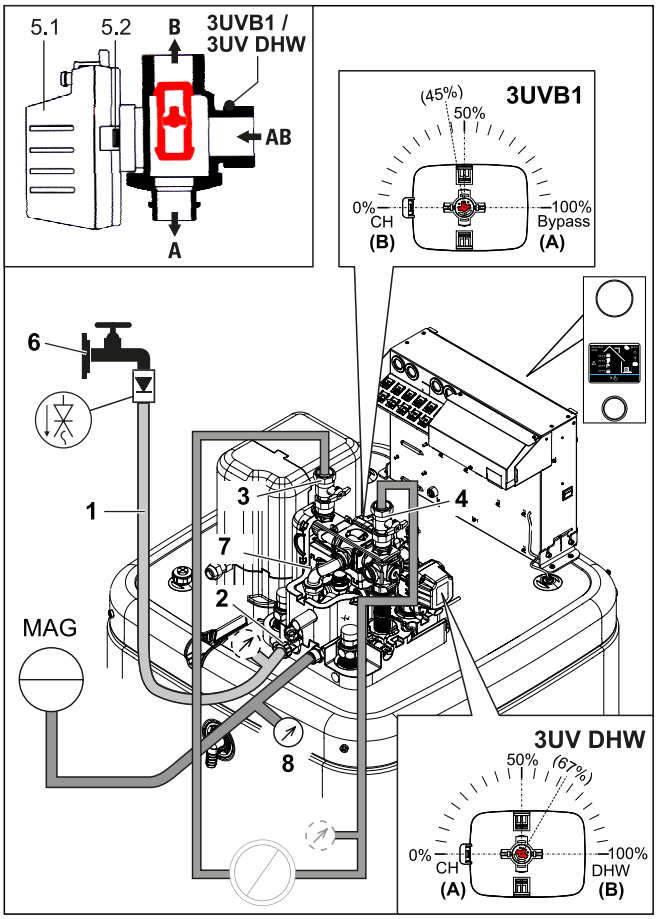

Fig. 7-2 Encher o circuito de aquecimento
1 Ligar a mangueira de enchimento (Fig. 7-2, pos. 1) com bloqueador do refluxo (1/2") e um manómetro externo (no local) à torneira de enchimento e esvaziamento (Fig. 7-2, pos. 2) e protegê-la contra deslizamento com uma braçadeira de mangueiras.
3 Abrir a torneira de água (Fig. 7-2, pos. 4) da tubagem de adução.
4 Abrir a torneira KFE (Fig. 7-2, pos. 2) e observar o manómetro.
7 Fechar a torneira da água (Fig. 7-2, pos. 4). A torneira KFE tem de ficar aberta para se poder ler a pressão da água no manómetro externo.
10 Durante o modo de aquecimento de água quente, verificar constantemente a pressão da água no manómetro externo e, se necessário, adicionar água através da torneira KFE (Fig. 7-2, pos. 2).
12 Verificar novamente a pressão da água no manómetro externo e, se necessário, adicionar água através da torneira KFE (Fig. 7-2, pos. 2).
13 Remover a mangueira de enchimento (Fig. 7-2, pos. 1) com o bloqueador de refluxo da torneira KFE (Fig. 7-2, pos. 2).
Tab. 7-2 Legenda para Fig. 7-2